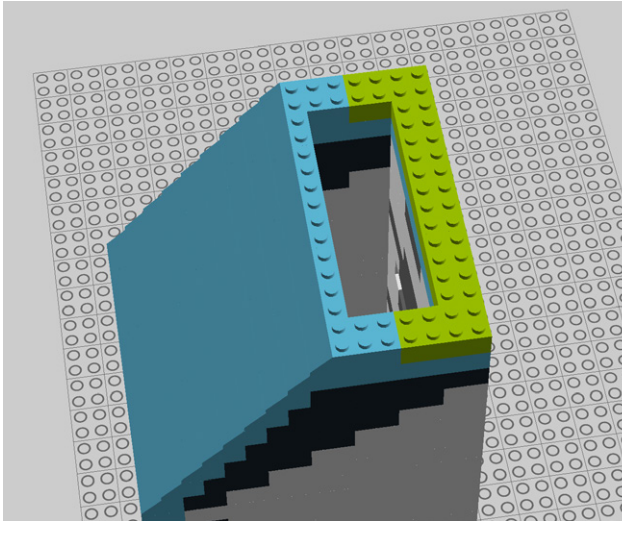

Figure 9-67. *Step 62: Adding five 2x4 translucent bricks*
62. Now you need five 2x4 translucent bricks (Figure 9-67).